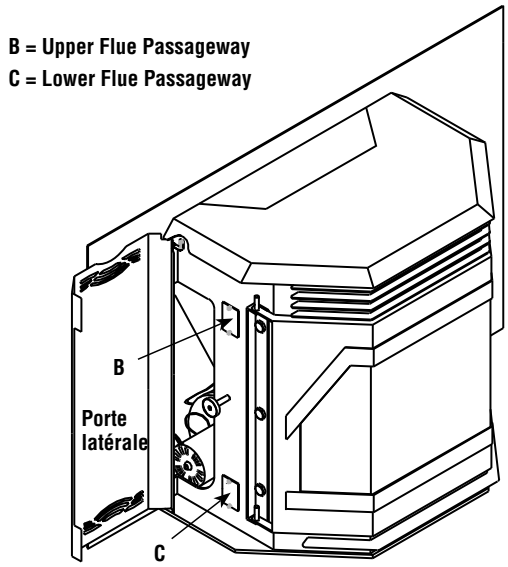

Figure 36A
Les panneaux d'accès situés de chaque côté du poêle encastrable (voir ***figures 36A et 36B***, repères B et C) peuvent être retirés en dévissant les deux vis à tête à 6 pans creux de 5/32 po. Insérer une brosse dans les ouvertures pour déloger les cendres accumulées, puis enlever ces dernières à l'aide d'un aspirateur. Réinstaller les panneaux une fois le nettoyage terminé.
1. Ouvrir les portes droite et gauche pour accéder aux passages d'évacuation latéraux (voir ***figure 36A***).
2. L'appareil présente, de chaque côté, deux passages de 25 x 50 mm (1 x 2 po), un en haut et un en bas (voir ***figures 36A, 36B and 36C***).